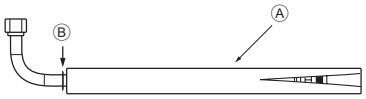
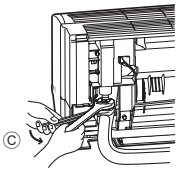

Fig. 3-8
Fig. 3-9
3. Virado na direcção em que o tubo de ligação em forma de L ④ irá ser removido, faça rapidamente a ligação à abertura de ligação de afunilamento da unidade interior.
4. Aperte a porca afunilada utilizando duas chaves de bocas. (Fig. 3-9)
1. Corte o tubo de ligação em forma de L ④ na posição indicada na (Fig. 3-8).
2. Introduza a porca afunilada que retirou, no lado a direito do tubo de ligação em forma de L ④ e depois afunile a extremidade do tubo.
5. Ligue rapidamente o tubo de ligação em forma de L ④ que executou, como descrito na parte 2) à abertura de ligação de afunilamento da unidade interior.
6. Aperte a porca afunilada utilizando duas chaves de bocas. (Fig. 3-9)